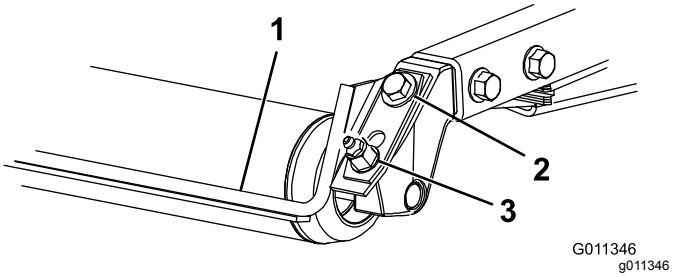

Figur 6
1. Løsn smøreniplen og monteringsskruen (Figur 6).